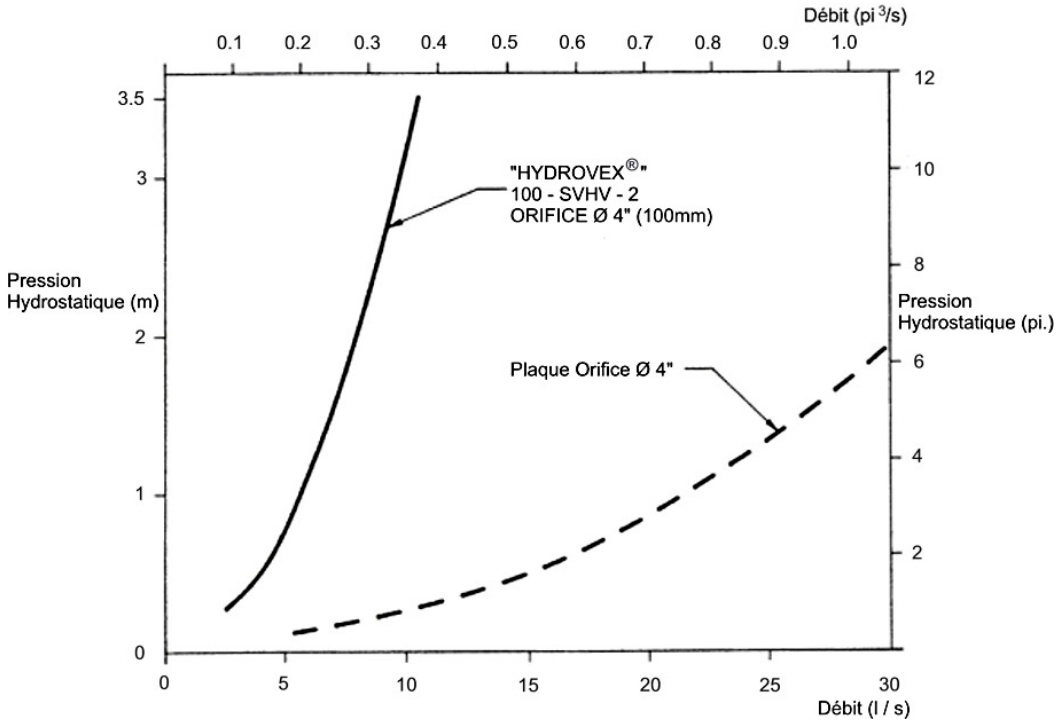

FIGURE 2: COURBE DÉMONTRANT UN RÉGULATEUR HYDROVEX® VS UNE PLAQUE ORIFICE
- La géométrie du VHV / SVHV permet le contrôle du débit équivalent à une plaque orifice de section 4 à 6 fois plus petite. Ceci diminue les chances de blocage du régulateur dû aux sédiments accumulés et aux débris volumineux que l'on trouve lorsqu'un orage survient. Figure 2 démontre la comparaison entre un régulateur modèle 100 SVHV-2 et l'équivalent d'une plaque orifice. On peut voir que pour une même hauteur d'eau, le régulateur contrôle un débit d'environ quatre fois plus petit qu'une plaque orifice équivalente.